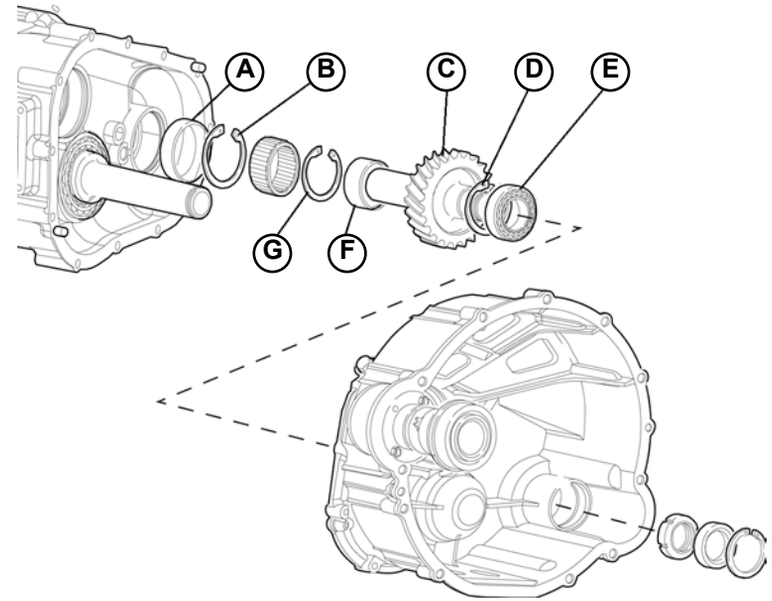

Fig.4
- remove the outer ring (**A-Fig.4**) locking snap ring (**B-Fig.4**) with the gearbox and remove the outer ring (**A-Fig.4**);
- remove the bearing inner ring (**F-Fig.4**) locking snap ring (**G-Fig.4**) with the gear (**C-Fig.4**) and remove the outer ring.
- If necessary, replace the clutch housing drive ball bearing (**E-Fig.4**), remove the snap ring (**D-Fig.4**) and remove the bearing (**E-Fig.4**) from the clutch housing by means of a suitable pad.